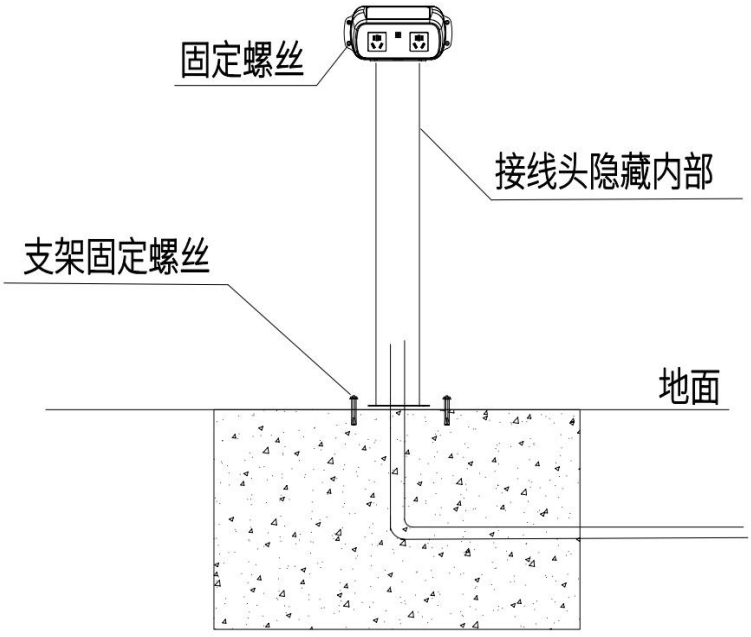

图 11
5、设备电线对接好，电线对接头藏在圆管支架内，用设备配备的两颗螺丝将设备与支架锁紧固定好，如图 11。